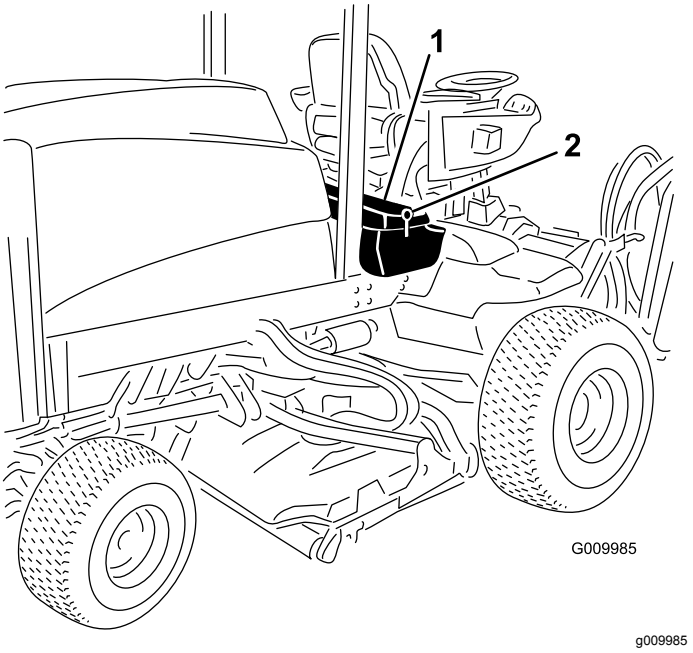

Figur 75
1. Lås opp og hev operatørens konsollpanel (Figur 75).